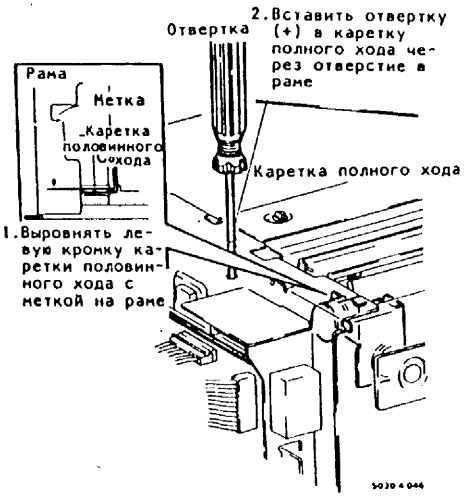

Рис.2. Проверка исходного положения каретки полного хода и каретки половинного хода
4. (Рис.2): Проверить правильность положения каретки полного хода и каретки половинного хода.